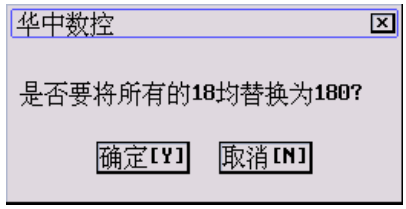

图 5.2.5 确认是否全部替换
(7) 如果当前编辑程序存在被替换的字符串，将弹出如图 5.2.5 所示的对话框；